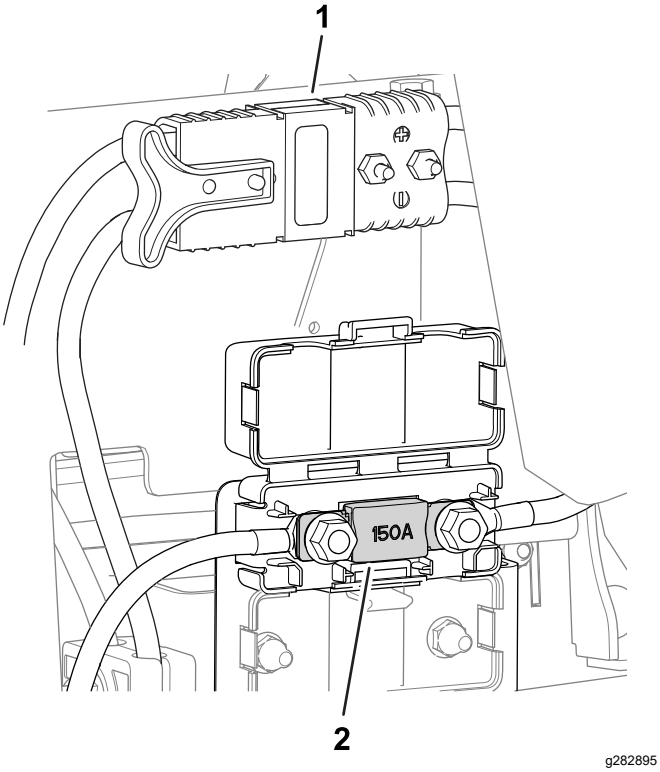

Figuur 58
- De zekering voor het elektrische systeem bevindt zich onder de hoofdstroomaansluitingen (Figuur 58).